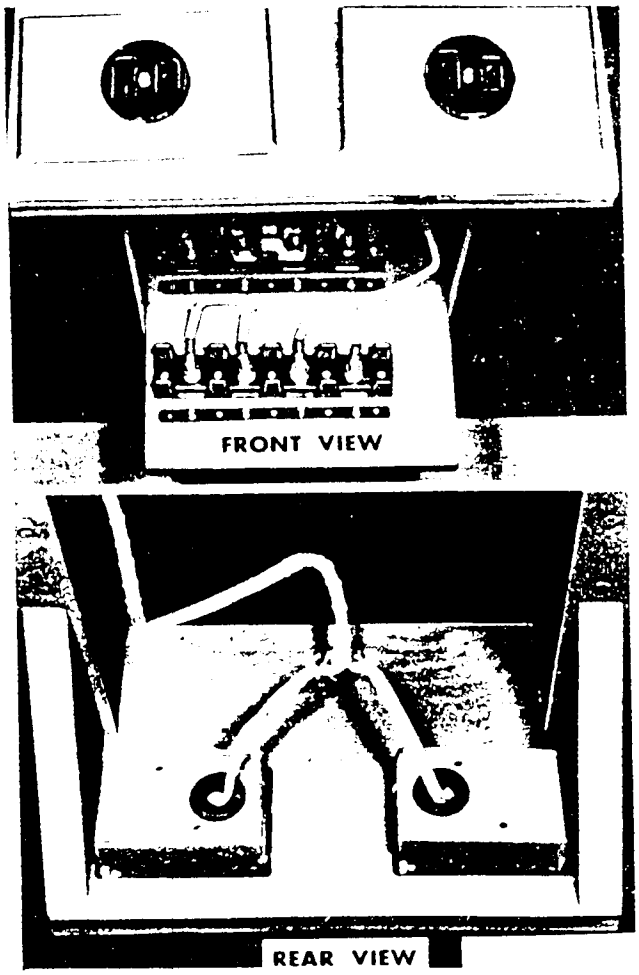

*Figure 241. Charging console receptacles.*
**6** inserts the male plugs of each batter charger electrical cable into the prop receptacle on the underside of the tabl These receptacles are marked FAST an FLOAT (fig. 241).